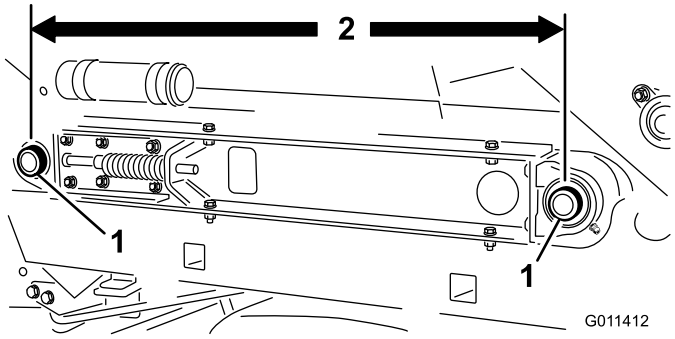

Figur 27
3. Kontroller, at midterafstanden mellem transportbåndets rulleaksler (Figur 27) på hver side af maskinen er den samme (ca. 90 cm).